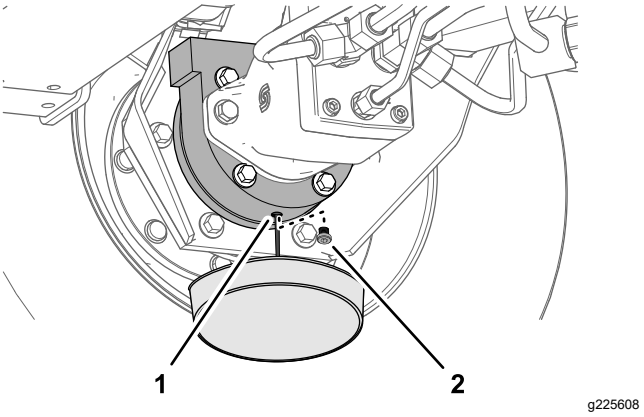

Figur 101
6. Plasser et tappefat under bremsehuset. Ta ut tappepluggen, og la all oljen renne ut (Figur 101).